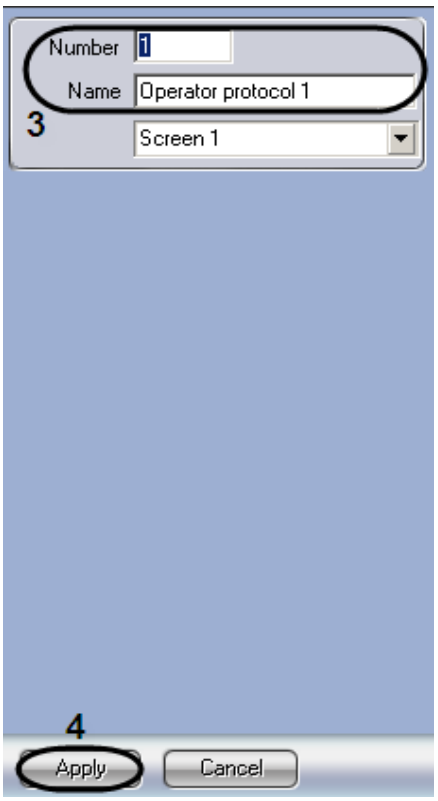

Figure 8.19-10 Specifying the number and name of the "Operator protocol" object
3. Set the number and name of the created object (Figure 8.19-10, 3).
4. To create an object, click the "Apply" button (Figure 8.19-10, 4).